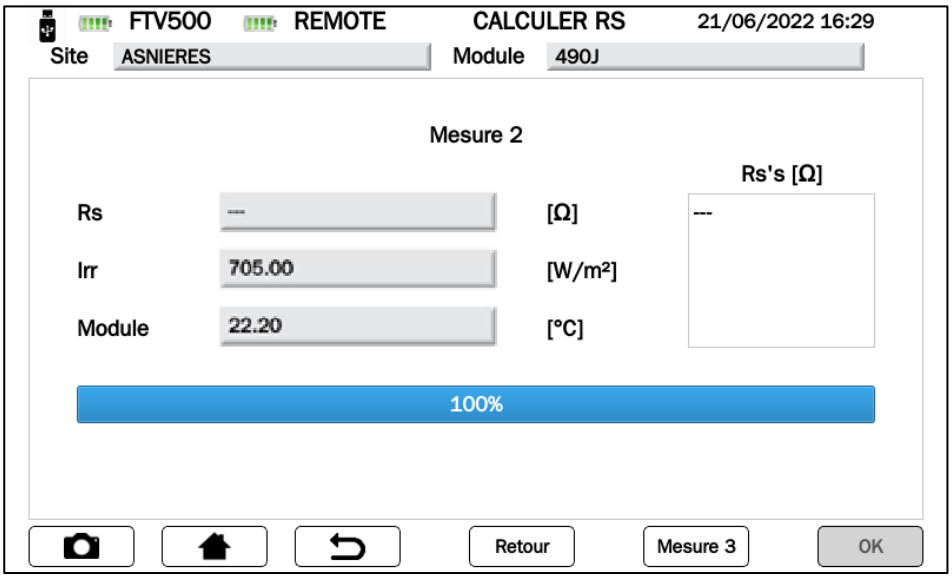

Figure 14.7.3-17 Mesure RS "---"
- Si la mesure Rs (voir Figure 14.7.3-16) ne s'affiche pas, vérifier :